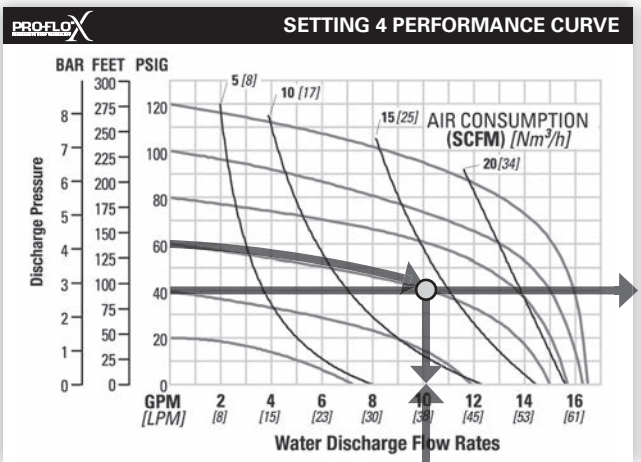

Figure 4
Step 2*: **Determine performance point at setting 4.*** For this example an inlet air pressure of 4.1 bar (60 psig) inlet air pressure has been chosen. Locate the curve that represents the performance of the pump with 4.1 bar (60 psig) inlet air pressure. Mark the point where this curve crosses the horizontal line representing 2.8 bar (40 psig) discharge pressure. After locating this point on the flow curve, draw a vertical line downward until reaching the bottom scale on the chart and identify the flow rate. In our example it is 38.6 lpm (10.2 gpm). This is the setting 4 flow rate. Observe the location of the performance point relative to air consumption curves and approximate air consumption value. In our example, setting 4 air consumption is 24 Nm³/h (14 scfm). (See Figure 4.)